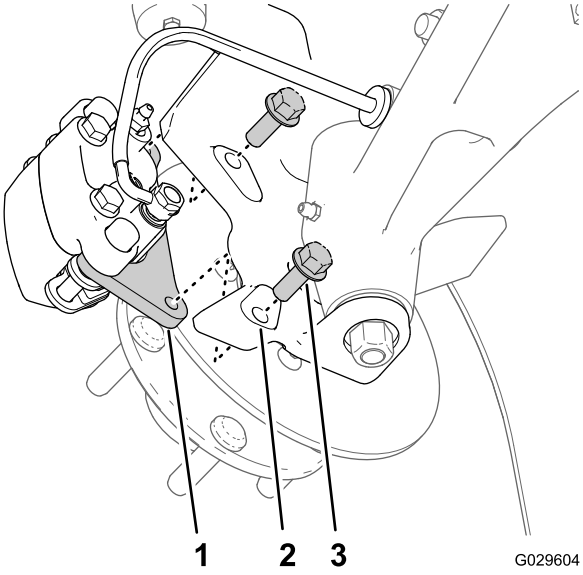
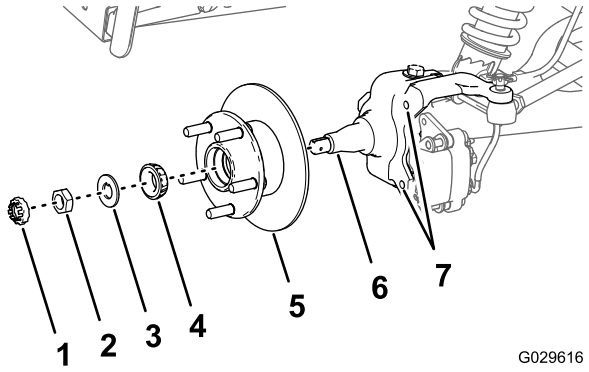

Figuur 29
Figuur 33
3. Verwijder de flenskopbouten (3/8 x 1 inch) waarmee de beugel voor de rem is bevestigd aan de as en verwijder de rem van de as (Figuur 29).
1. Breng een laagje van het aanbevolen smeermiddel aan op de as (Figuur 33).
2. Monteer de naaf en de rotor op de as met de rotor aan de binnenkant (Figuur 33).
3. Monteer het buitenste lager op de as en plaats het lager in de buitenste loopring (Figuur 33).
4. Monteer het borgplaatje op de as (Figuur 33).
5. Draai de asmoer op de as en zet de moer vast terwijl u de naaf draait (Figuur 33).
2. Lijn de remblokken aan beide zijden van de rotor (Figuur 29) en de openingen in de beugel van de remklauw uit met de openingen in de rembevestiging van het asframe (Figuur 33).
3. Bevestig de beugel van remklauw aan het asframe (Figuur 29) met de 2 flenskopbouten (3/8 x 1 inch) en draai de bouten vast met een torsie van 47 tot 54 N·cm.